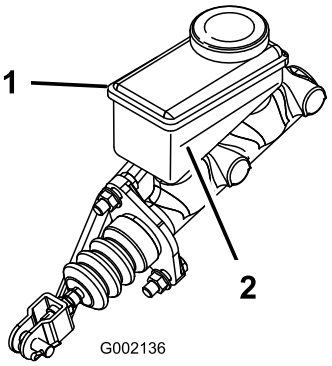

Figur 66
5. Kig på omridset af væskestanden på siden af beholderen (Figur 66).
B. Fyld DOT 3-bremsevæske i beholderen, indtil væskestanden er over minimumslinjen (Figur 66).